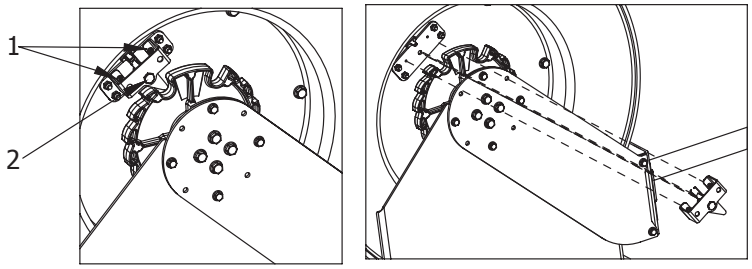

Fig. 6
1. Lösen Sie die Schrauben (1) bei eingezogenem Schlauch, wobei der Schlauchstopper auf den Schlauchführungsrollen aufsitzt (Abb. 6).
2. Lösen Sie das Sperrklinkenlager (2) und ziehen Sie das komplette Bauteil ab.